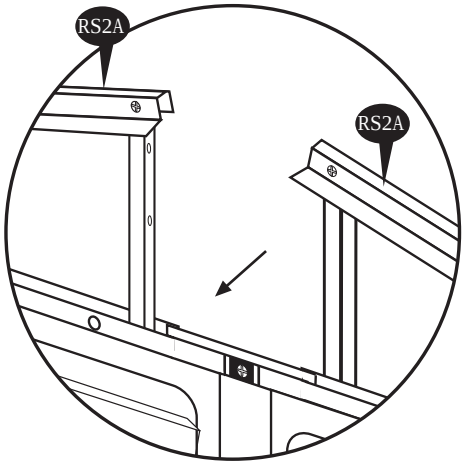

Fig.2
20. Insert the 90 degree joint (RJ) (assembled with RS3LA, RS3XA & RS3SA) into (RS1A) see fig. 1 Follow fig. 2 & 3.